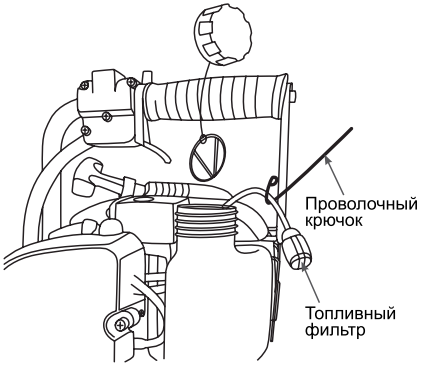

Рис. 6 Обслуживание топливного фильтра
3. Зацепите крючком топливный шланг с фильтром и вытяните через заливную горловину (Рис. 6).